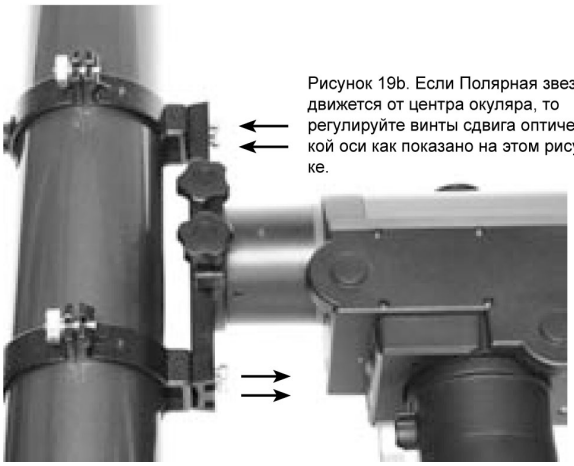
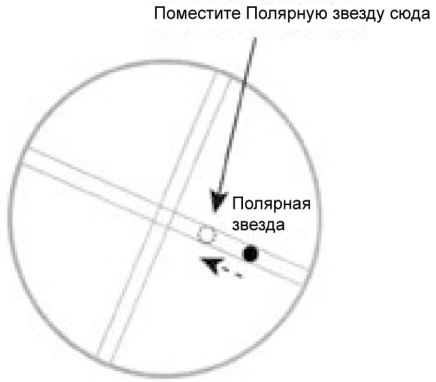

Рисунок 19b. Если Полярная звезда движется от центра окуляра, то регулируйте винты сдвига оптической оси как показано на этом рисунке.
Рисунок 20. Используя винты сдвига оптической оси, поместите Полярную звезду на половине расстояния до центра окуляра.
12. Отрегулируйте винты регулировки сдвига оптической оси (рис.3) согласно результатам шага 11. Если Полярная звезда после толчка, как на рис.18, движется к центру, ослабьте винты, расположенные у передней части трубы, и затяните винты у задней части трубы (рис.19a). Если Полярная звезда после толчка, как на рис.18, уходит от центра, ослабьте винты у задней части трубы и затяните винты регулировки, расположенные у передней части трубы (рис.19b). Взгляните в окуляр. Отрегулируйте винты сдвига оптической оси так, чтобы Полярная звезда оказалась примерно на полпути к центру окуляра с подсветкой (рис.20).